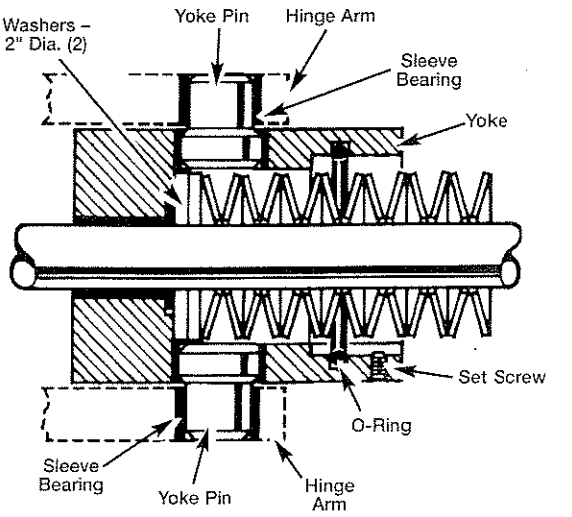
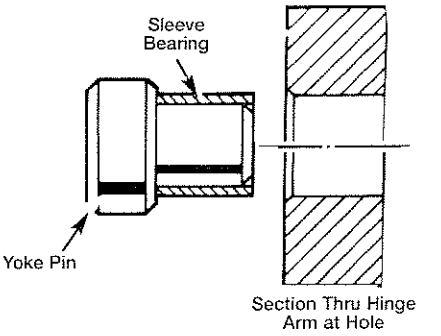
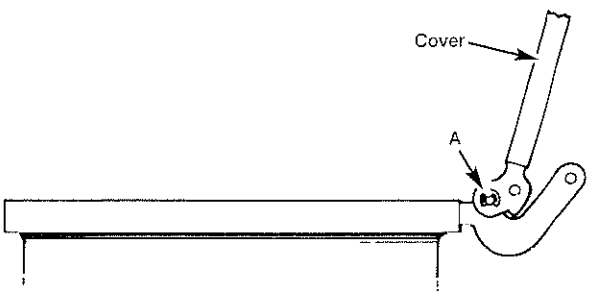

Figure 7: Cross-Section of Yoke Assembly
Figure 8: Inserting Bearing into Hinge Arm
Figure 9: Manway Collar and Cover
d. Slide yoke (8) off of tension bar (10).
e. Remove two 2-inch washers (see Figure 7) from inside of yoke (8).
f. Press both yoke pins (4) through holes into yoke. See Figure 7. Remove pins from inside of yoke and put them aside.
g. If hinge pin (1) is installed in hole in cross head (3), remove retaining ring (2) and washer (7) from one end of pin, slide pin out of cross head and put it aside. Be sure to keep retaining ring, washer and pin together.
2. Install sleeve bearings (15) in holes at end of hinge arms using the following procedure.
c. Put sleeve bearing (15) on yoke pin (4) as shown in Figure 8.
3. Put retaining ring (2) on one end of each hinge pin (1).
4. Position and support manway cover so cover hinge lugs are supported on hinge arms and cover is fully open (see Figure 9).
5. Add washer (7) to one hinge pin, and insert pin through holes (Figure 9, location A) to connect cover hinge lugs to hinge arms. Hinge pin should slide into position easily, although manipulation of cover may be required to align holes in lugs with holes in arms.
7. Hold yoke (8) in position between hinge arms with setscrew holes on lower portion of yoke. If necessary bend hinge arms so yoke fits between them with a slight clearance. Yoke must pivot freely between arms.
8. Align holes in yoke with holes nearest end of hinge arms, and insert yoke pins (4) through holes in yoke from inside and into sleeve bearings in hinge arms (see Figure 7).
10. Slide two 2 inch washers over end of tension bar (10) and into yoke (see Figure 7).